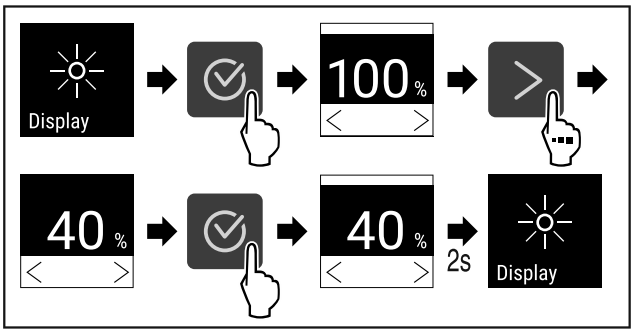

Fig. 82
▶ Suivre les étapes (voir Fig. 82) .